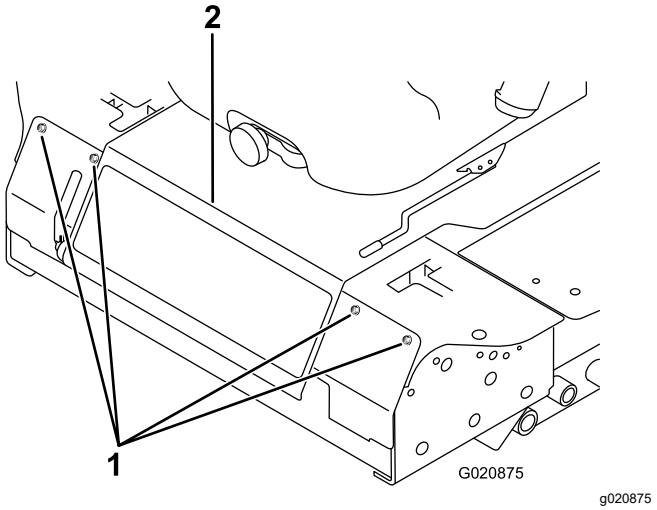

Figuur 91
3. Draai de bouten los waarmee het voorpaneel vastzit, en verwijder het paneel (Figuur 91).